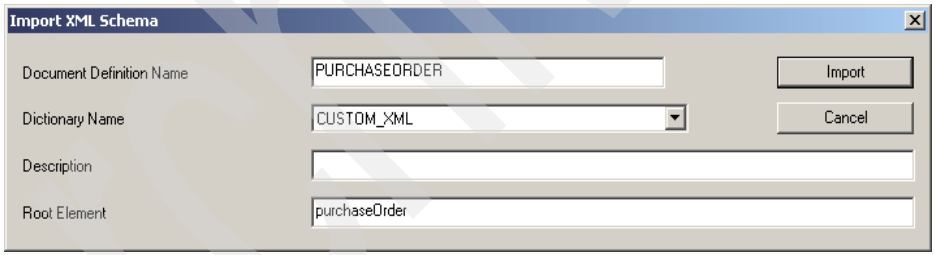

Figure 15-14 Enter a root element
5. Enter the Root Element value of `purchaseOrder` as shown in Figure 15-14. The entry is case sensitive and defines the root element of XML files that conform to this schema definition.